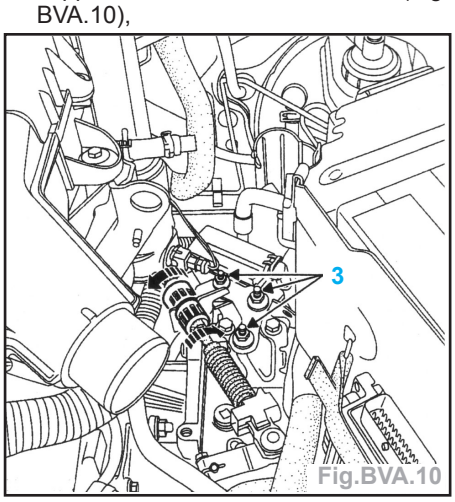

Fig.BVA.10
• les trois vis de fixation (3) de la platine support du connecteur modulaire (Fig. BVA.10),